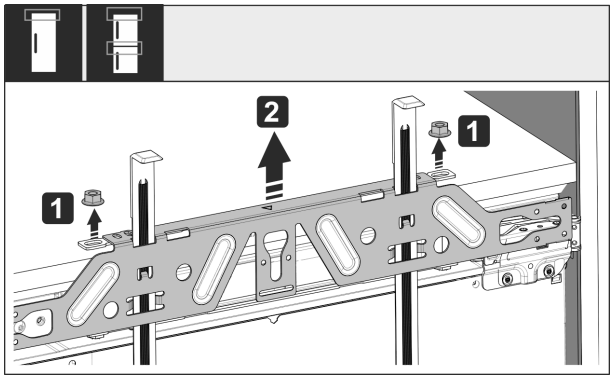

*Fig. 58*
- ▶ Oldja ki az ellenanyákat *Fig. 58 (1)*.
- ▶ Vegye le a rögzítő kereszttartót *Fig. 58 (2)*.